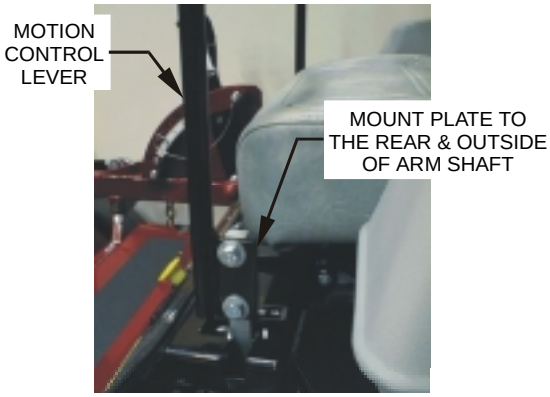

FIG. 4
3.8.1 Loosen and remove the two (2) 3/8” x 1” bolts and spring disc washers which attach the motion control levers to the control arm shafts for shipping and the two (2) 3/8” x 1” bolts and spring disc washers which are screwed into the control arm shafts.
a) Install the left motion control lever onto the control arm shaft (See Fig.4) on the left side of the console. Place the lever (with the mounting plate towards the rear) on the **outside** of the control arm shaft and secure with the bolts and washers. Position the lever so the bolts are in the center of the slots on the lever mounting plate and tighten until snug. Repeat on opposite side of unit.